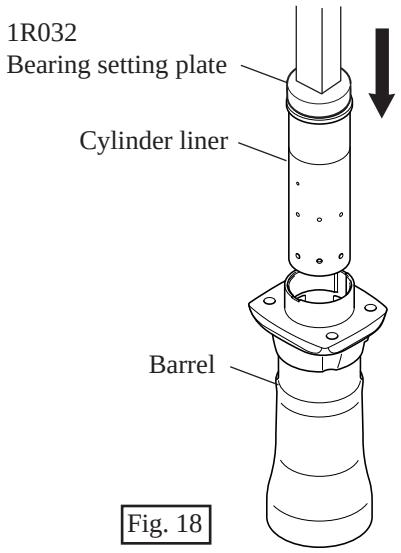
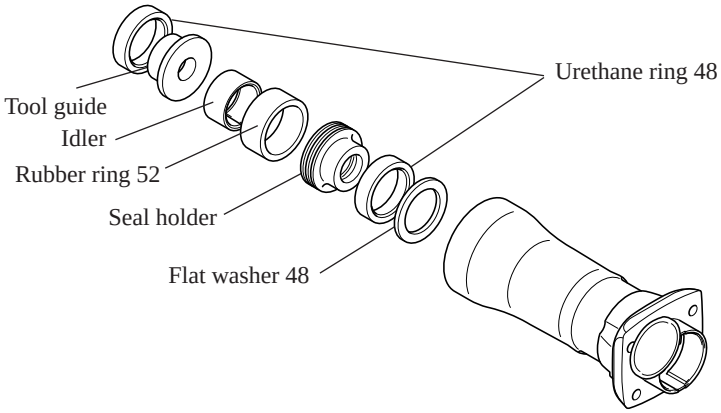

Fig. 18
Fig. 19
(1) Mount cylinder liner into barrel with arbor press. See Fig.18. And mount the parts to barrel as illustrated in Fig. 19.